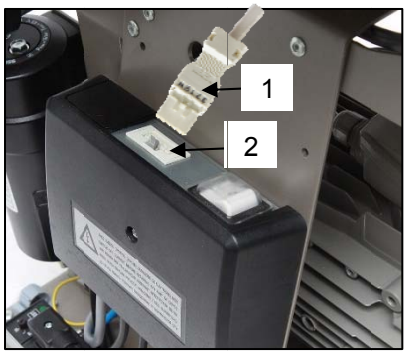

Fig. 11
- Raccordez l'armoire au compresseur à l'aide du cordon électrique en insérant le raccord (1) dans la prise (2). (Fig. 11)
- Vérifiez le raccordement du connecteur de l'armoire au compresseur. (Fig. 11)